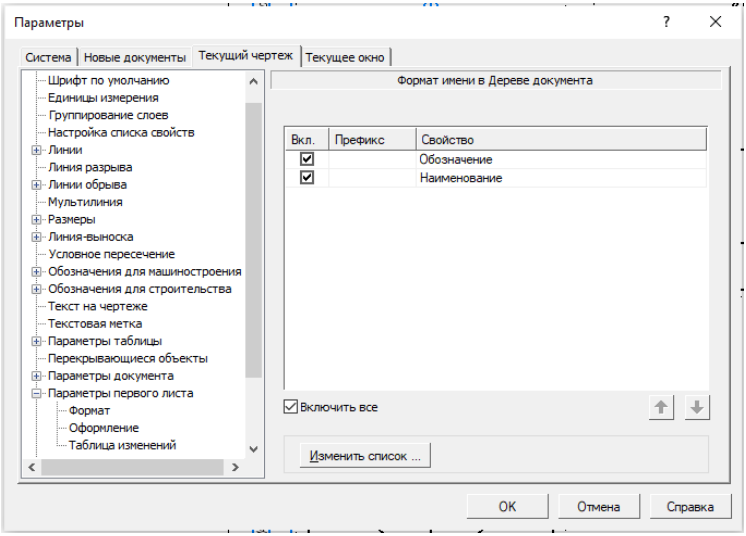

Рис. 8.25
5) В окне ***Параметры*** (рис. 8.25) раскройте ***Параметры первого листа***. Выберите ***Формат***.